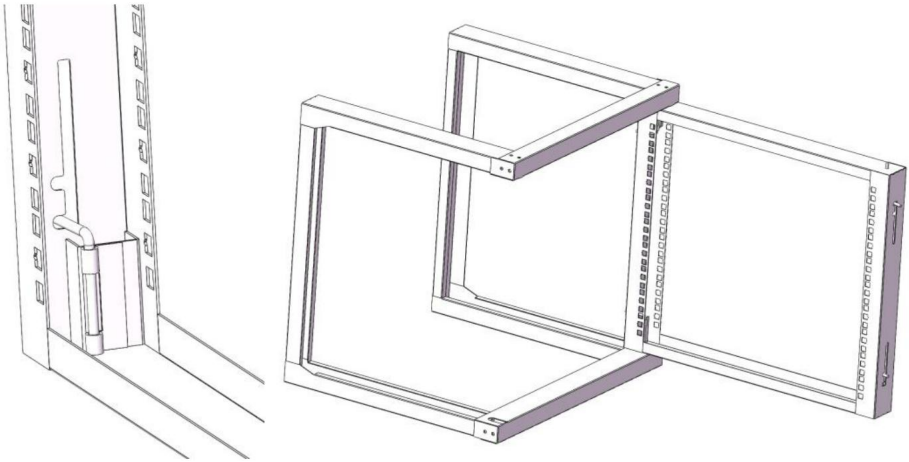

Figur 4
4. Placera dörrsatsen (3) på den visade positionen i ramen och lås sedan höger sida av dörrsatsens (3) 2 dörrlås på racket, ett i taget. Se till att dörren kan öppnas och stängas smidigt. Se figur 4.